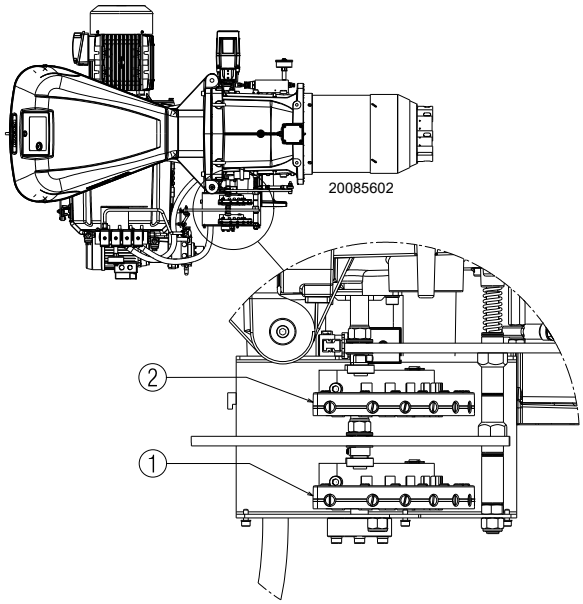
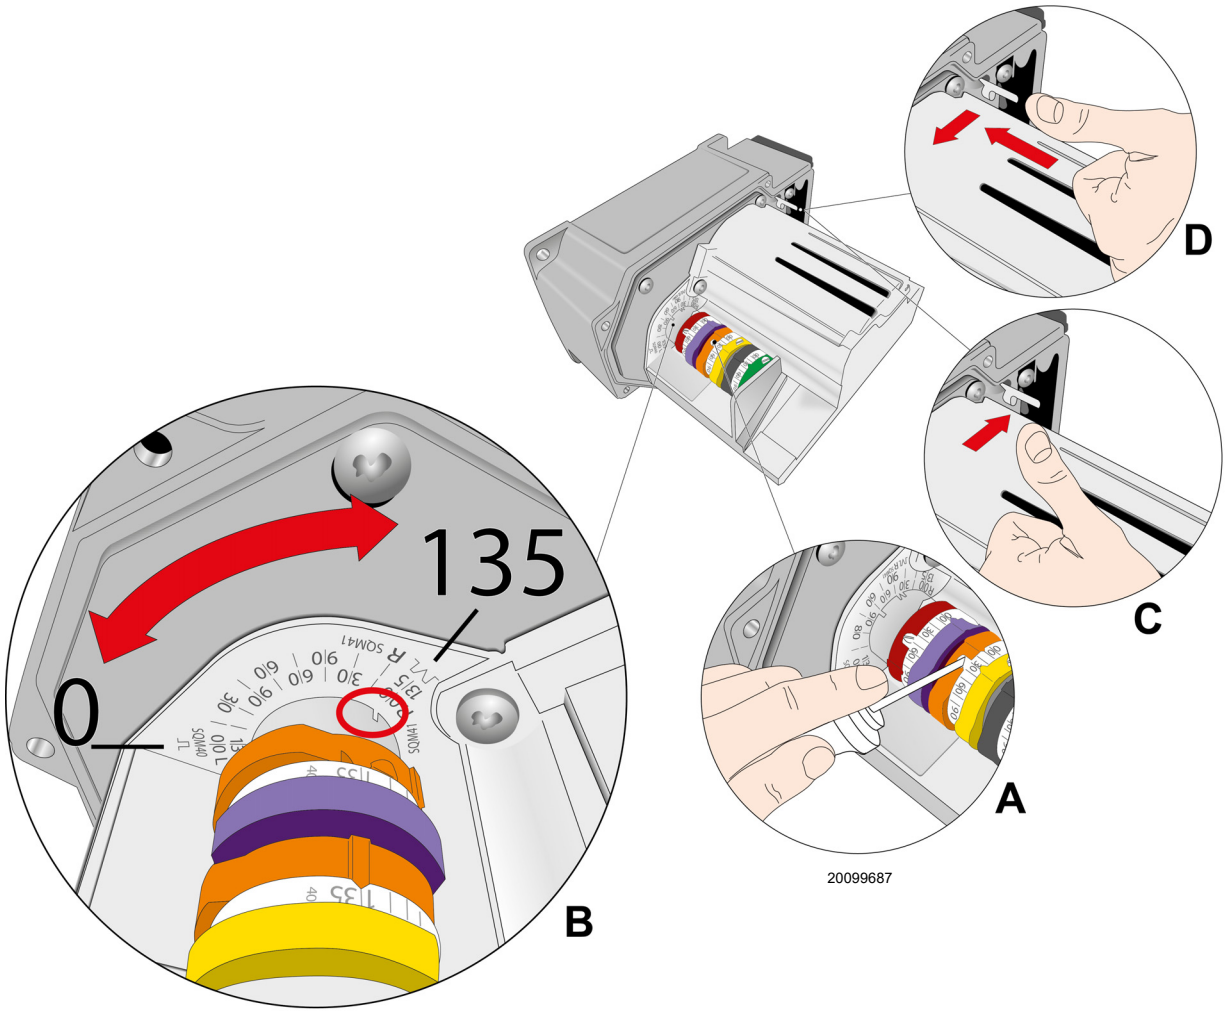

Fig. 34
Fig. 35
The fuel/combustion synchronisation is done by means of a servomotor connected to two variable profile cams, which act on the air dampers 1)(Fig. 34) and gas dampers 2)(Fig. 34).
On the gas butterfly valve, the choking of the fuel according to the required output, is carried out using the cam 2)(Fig. 34).
- ➤ Screw or unscrew the screw 2) of the mechanical cam (Fig. 34 on page 34) to increase or decrease the gas output so as to adjust it to the corresponding air output, to obtain optimal combustion.
Key (Fig. 34)
To adjust the cam of the servomotor, see Fig. 35 A).
Progressively adjust the initial profile of the mechanical cam 2) Fig. 34, using the screws 2) Fig. 34.
The regulation of the air is carried out by varying the angle of the cam III) of the servomotor Fig. 29 and by using the selector 2)(Fig. 30 on page 30). To adjust the cam of the servomotor, see Fig. 35 A).
To adjust the cam III) Fig. 29, see Fig. 35 A) and B).
Switch off the burner using the switch 1)(Fig. 30), OFF position, release the mechanical cam I) and II)(Fig. 32)(Fig. 34) to separate the gears of the servomotor, pressing and shifting downwards the button 3)(Fig. 35 D) and by manually turning several times the mechanical cam I)(Fig. 32) backwards and forwards check that the movement is smooth and without any hindrance.
We recommend binding the mechanical cams I) and II) again (Fig. 32)(Fig. 34) to the servomotor by shifting upwards the button 3)(Fig. 35 C).